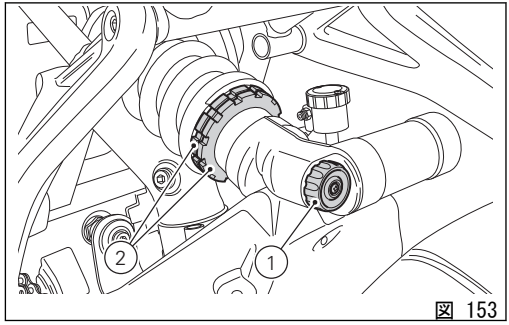

図 153
- コンプレッション：アジャスター（1、 図 153）を 12 クリック緩めます（すべて閉じた位置から）